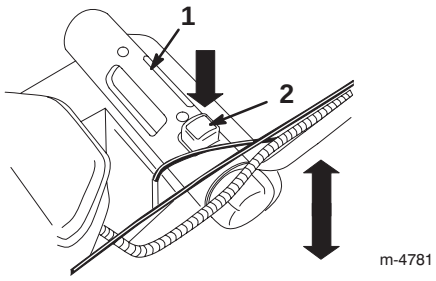

Figure 11
4. Press down on the red button and hold the cutting height adjustment handle to move the cutting height up or down (Fig. 11).